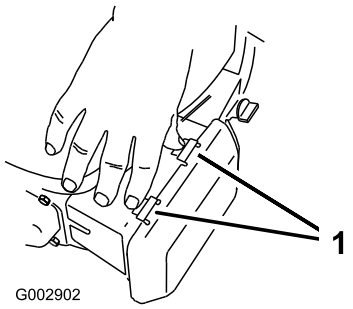

Figur 20
1. Tryck ned spärrflikarna på luftrenarkåpan (Figur 20).